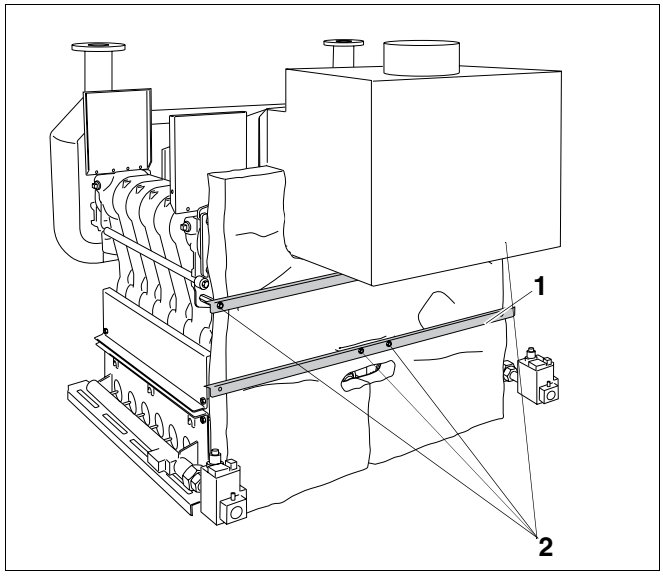
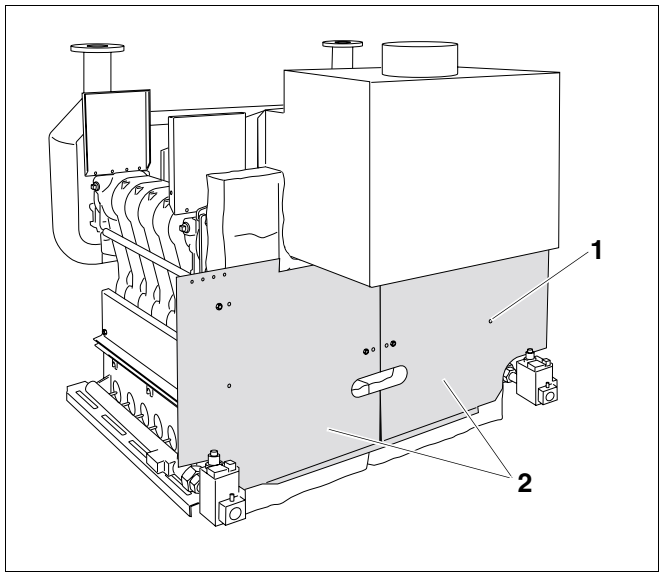

Рис. 47 Крепление задних уголков
Рис. 48 Установка задних стенок
Два задних уголка (рис. 47, **поз. 1**) находятся в упаковке пакета А.
- Надеть оба задних уголка (рис. 47, **поз. 1**) отбортовкой вверх на распорные шпильки M8 x 75 (рис. 47, **поз. 2**).
- Закрепить уголки, накрутив гайки M8 с напрессованной шайбой на распорные шпильки M8 x 75 (рис. 47, **поз. 2**).
- Надеть задние стенки (рис. 48, **поз. 2**) на распорные шпильки M8 x 75 (рис. 47, **поз. 2**, стр. 42).
- Закрепить задние стенки (рис. 48, **поз. 2**) винтами с плоской головкой 3,9 x 9,5 (рис. 48, **поз. 1** – 4 шт. на стенку) на задних уголках.